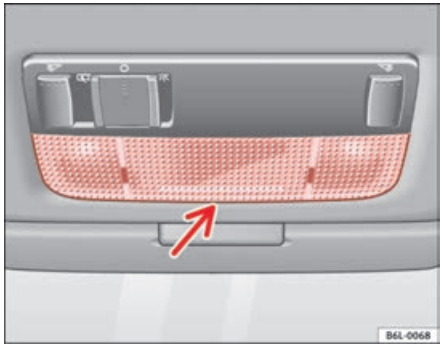

Fig. 168 Front reading light
– Insert a fine screwdriver between the casing and the glass ⇒ fig. 168.